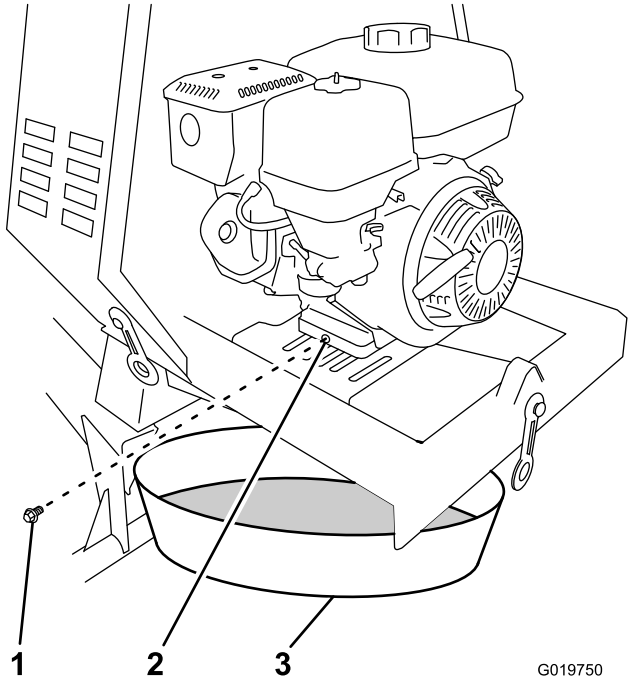

Figure 53
3. Place a drain pan under the oil drain hole of the engine (Figure 53).
4. Remove the drain plug and catch the oil in the oil drain pan (Figure 53).
5. When the oil has drained completely, install the drain plug with a new washer (Figure 53).